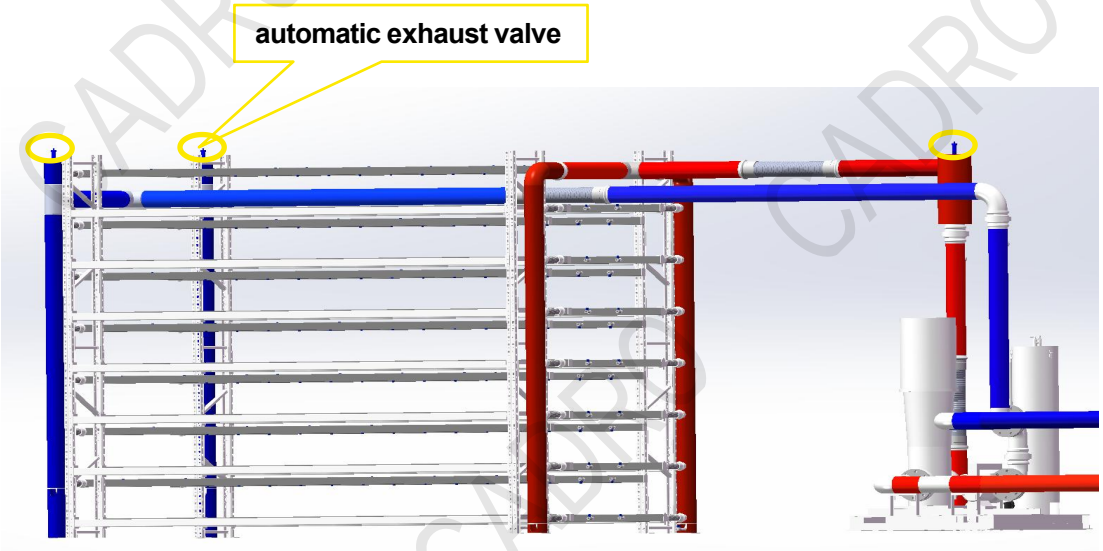

Figure 7-1 Container-automatic exhaust valve
1) Connect the cable from the upper two holes on the side of the container. Specific location is shown in Figure 7-1 (Note: Use the rain cover in the accessory for protection). The cable is connected from the top wiring box of the two power distribution cabinets(PDC,similarly hereinafter), extends to the orresponding copper block, and is fixed with screws.
pipeline. The position of the exhaust valves are shown in Figure 4-4 and Figure 7-1.